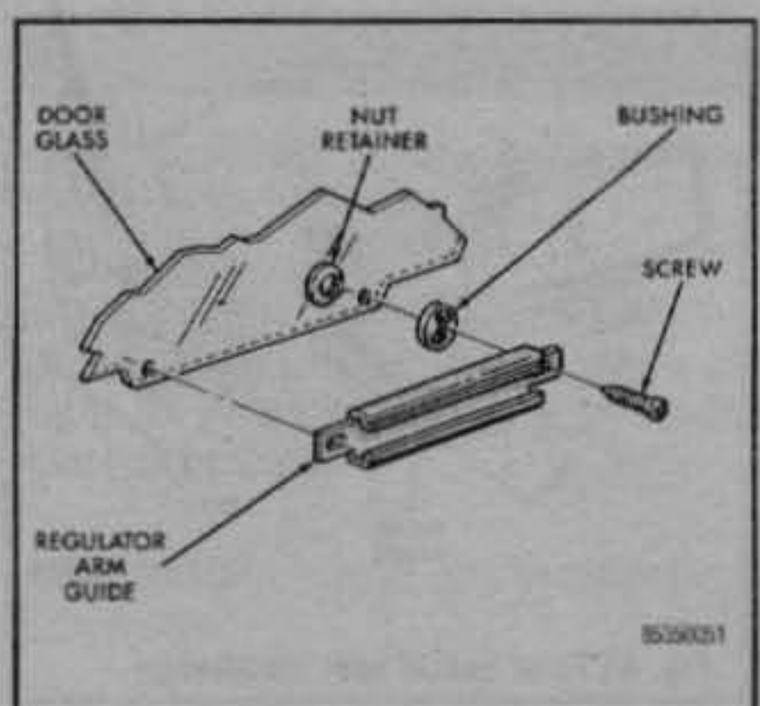

Fig. 58 Regulator arm guide installation
See Figures 58, 59 and 60
• See Figures 58, 59 and 60